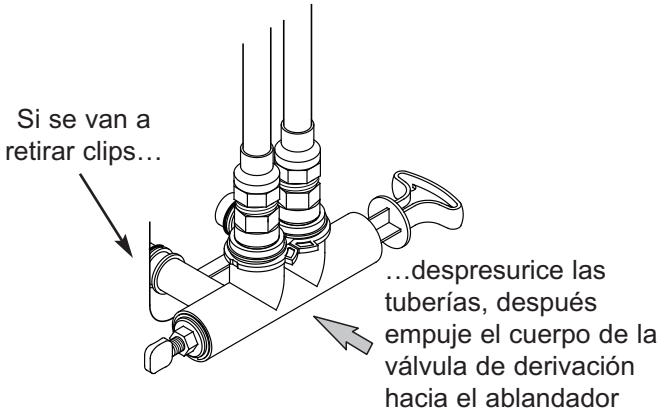

FIG. 15
7. Revise si hay fugas alrededor de los clips en la entrada y salida del ablandador. Si hay una fuga en un clip, despresurice las tuberías (apague el suministro de agua y abra los grifos) antes de retirar el clip. Al retirar clips en la entrada o salida del ablandador, empuje la válvula de derivación simple hacia el ablandador (vea la Fig. 15). Los clips podrían dañarse si no se retiran correctamente. No vuelva a instalar los clips que se hayan dañado.